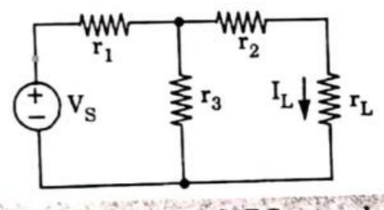
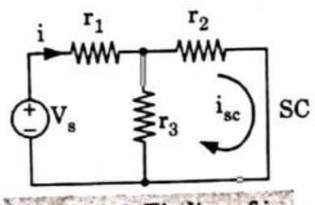

Fig. 1.18.1. A simple DC network.
Fig. 1.18.2. Finding of i_{sc}
1. In order to find the current through r_L, (Fig. 1.18.1), replace r_L by short circuit [Fig. 1.18.2].